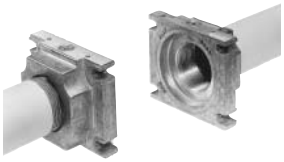

Fig. 7
3. Montare il MultiBloc fra le flange filettate (Fig. 7)